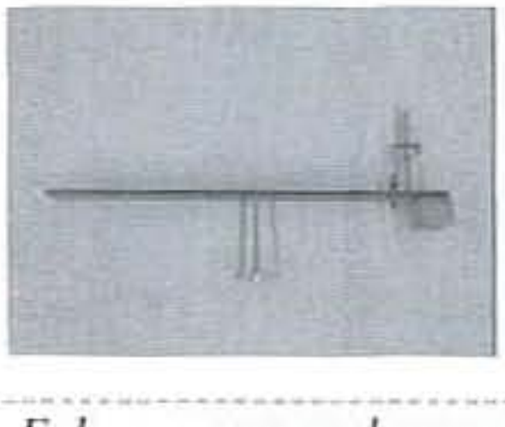

Figure 6-13 *Fulcrum arm and magnet*
3. If you purchased the AS-1 kit, remove the tape from the knife edge at the end of the boom. One end of the spring should be already connected to the upright support post. Attach the other end of the spring to the boom. Position the boom's knife edge into the slot on the support post. The boom will be positioned at an angle; this is to be expected and will not damage the boom. CAUTION: Before moving the seismometer, disconnect the boom to prevent damage to the knife edge. Figure 6-13 depicts the boom assembly with the magnet attached at one end. From the figure, you can see the boom has a vertical balance bolt with washers as well as a damping bolt with washers in the center of the boom. You will also notice the small post next to the vertical balance bolt; this post has a hole in the center to which attaches the free end of the spring.